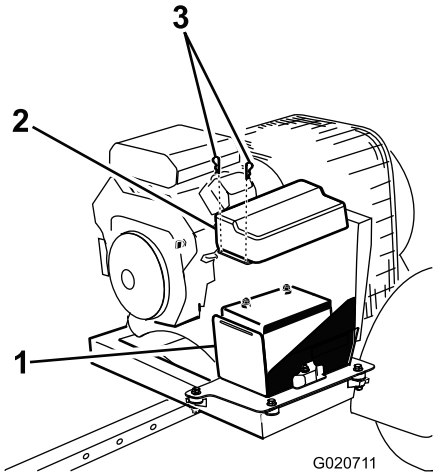

Figuur 3
1. Maak de pennen los waarmee de accu is bevestigd op de accubak (Figuur 3).